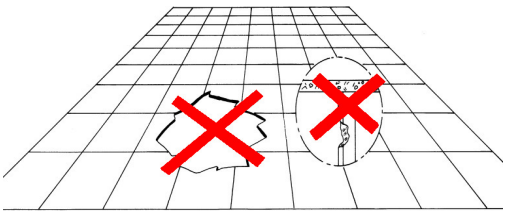

fig. 2.1
2. Prior to installing the Bubbler complete of all its parts, the customer must ensure that the floor where the cabinet is installed is suitably level, that is can support the weight and that the technological arrangements are in place (see SECTION 3 – TECHNICAL PARTICULARS) (*fig. 2.1*).